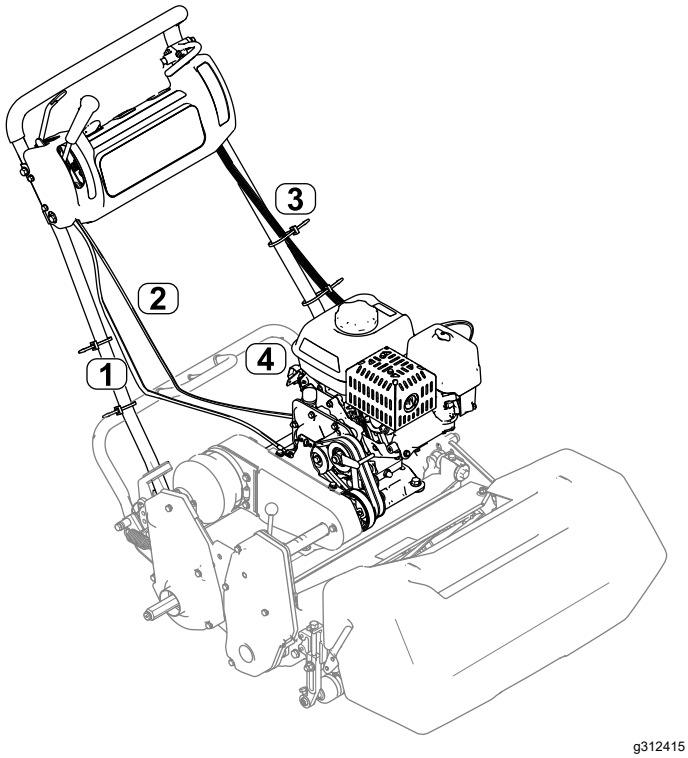

Figur 8
7. Montera gasvajern på maskinen. Se maskinens *servicehandbok* (Figur 8).
Obs: Notera gasvajerns dragning enligt Figur 8. Dra vajern till motorns vänstra sida mellan luftrenarkåpan och bränsletanken.
11. Anslut kablaget till säkerhetsmodulen och dra kablaget längs handtagets vänstra sida (Figur 8).